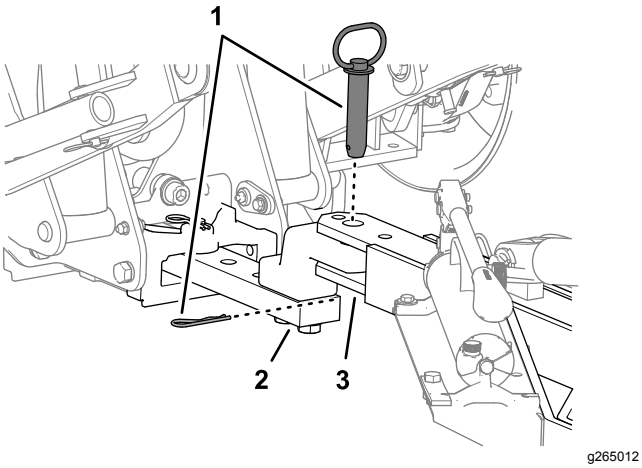

Рисунок 13
7. Совместите дышло аэратора с буксировочной штангой тягового блока и подсоедините аэратор с помощью крепежных деталей сцепного устройства тягового блока (Рисунок 13).